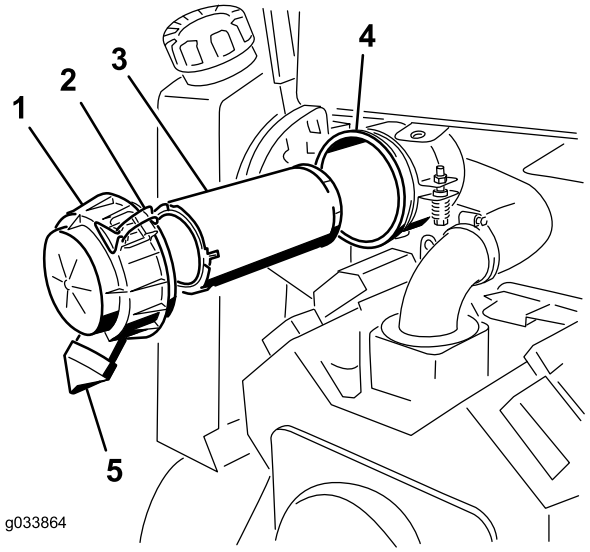

Figuur 33
Belangrijk: Geef het luchtfilter uitsluitend een onderhoudsbeurt als de onderhoudsindicator rood is (Figuur 33). Als u het luchtfilter vervangt voordat dit nodig is, wordt de kans dat er vuil in de motor komt wanneer u het filter verwijdert alleen maar vergroot.
4. Maak de sluitingen op het luchtfilter los en trek het luchtfilterdeksel van de luchtfilterbehuizing (Figuur 33).
1. Schuif het filter voorzichtig uit de luchtfilterbehuizing (Figuur 33). Zorg ervoor dat u niet met het filter tegen de zijkant van de luchtfilterbehuizing stoot.
3. Schuif het voorfilter in de filterbehuizing (Figuur 33). Zorg ervoor dat het filter volledig vastzit door de buitenring van het filter tijdens de montage aan te drukken.
4. Monteer het luchtfilterdeksel met de kant met het opschrift 'UP' naar boven gericht en maak de sluitingen vast (Figuur 33).